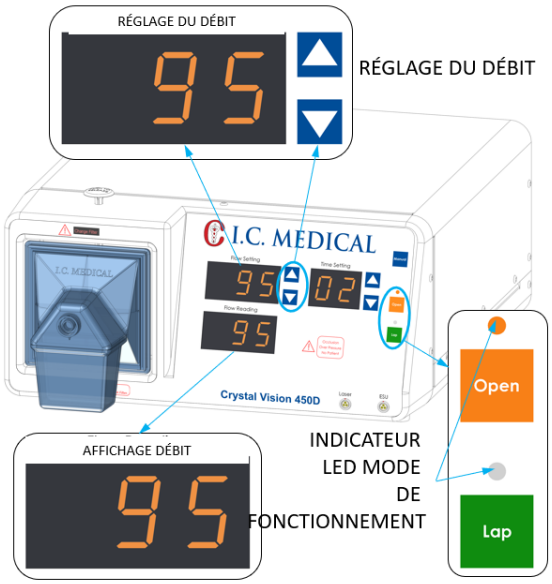

Figure 11 : Boutons de réglage du débit.
6. Les boutons RÉGLAGE DU DÉBIT (boutons fléchés Haut et Bas), (Figure 11), règlent le niveau de débit souhaité sur l'écran Réglage du débit. Le compteur numérique Affichage débit indique le débit réel à travers l'appareil. Certain bruit dans les systèmes radiofréquences (RF) peuvent provoquer le scintillement du Réglage de débit et de l'Affichage débit ; cependant, cela n'affectera pas le débit réel ou la fonctionnalité de l'appareil CRYSTAL VISION®.